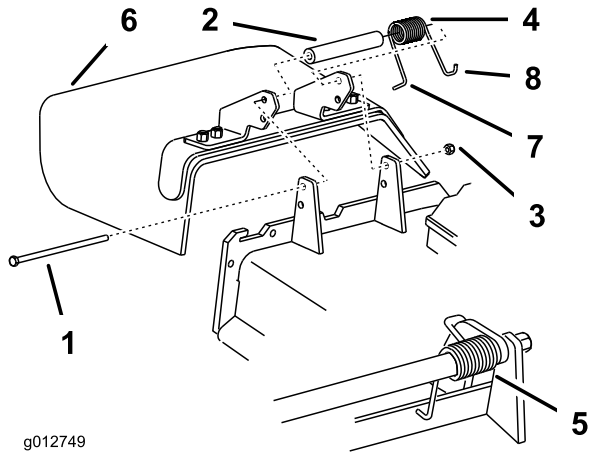

Figura 88
1. Retire a porca de bloqueio, o parafuso, a mola e a cunha que fixam o deflector aos apoios de articulação (Figura 88). Se o deflector de relva estiver danificado ou gasto, retire-o.
Nota: Certifique-se de que a extremidade em **L** de mola está montada por trás da extremidade da plataforma antes de colocar o parafuso como apresentado em Figura 88.
3. Coloque o parafuso e a porca. Coloque a extremidade em gancho **J** da mola em torno do deflector de relva (Figura 88).